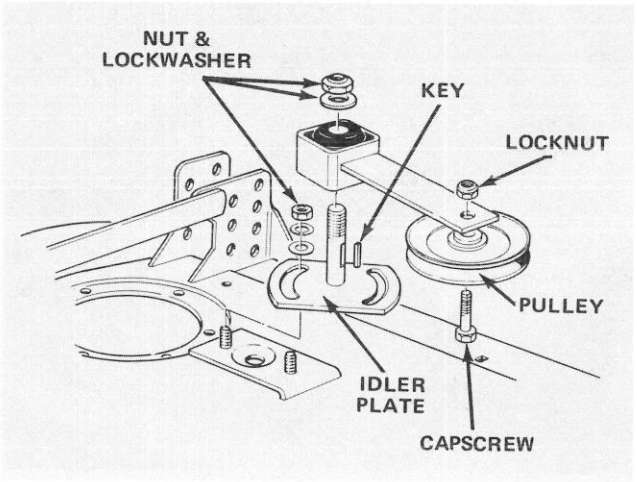

Figure 55
4. Remove large nut and flatwasher retaining idler arm on idler plate shaft (Fig. 55). Slide arm off shaft and account for the square key.
5. Remove capscrew and lockwasher securing idler pulley and arm together (Fig. 55).
5. Remove two nuts, lockwashers and flatwashers holding slotted idler plate in place (Fig. 55).